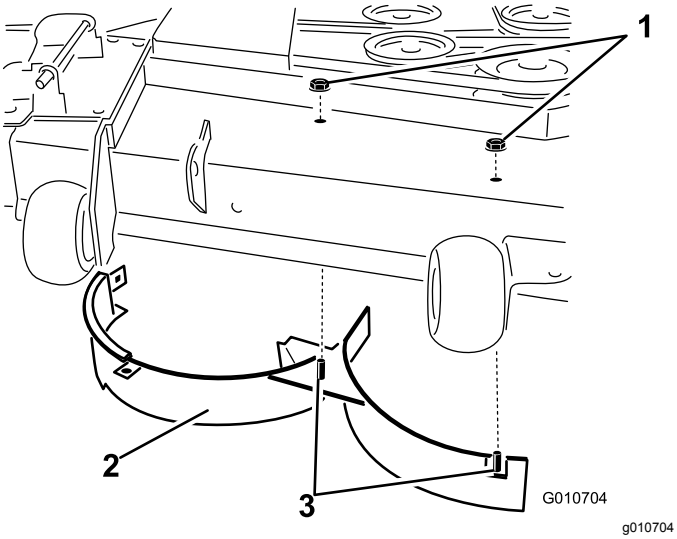

Figuur 14
8. Verwijder de 2 borgmoeren (5/16") waarmee de gelaste stutten van de rechterplaat bevestigd zijn bovenop het maaidek in het midden en rechts ervan (Figuur 14).